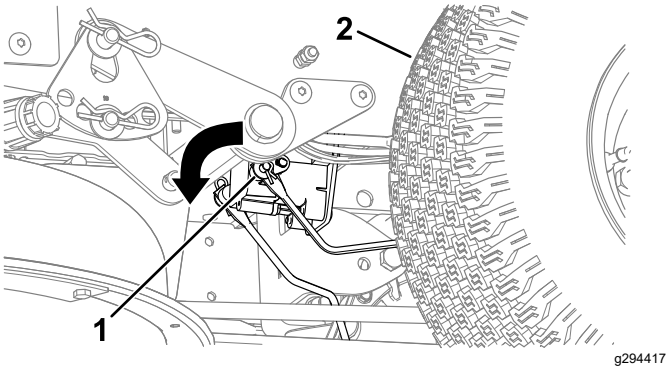

Figuur 53
4. Zoek de as van de elektrische rem waar de verbindingsarmen gekoppeld zijn (Figuur 53).
5. Draai de as naar voren om de rem vrij te zetten, zoals getoond in Figuur 53.